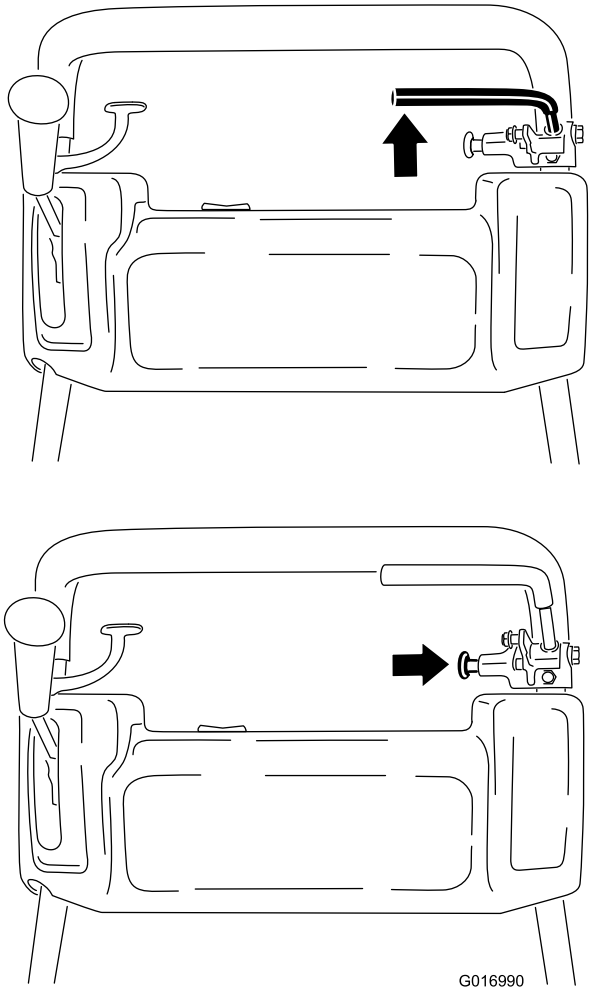

**Figur 34**
1. Koble bremsen helt inn, trykk på parkeringsbremsknappen og la bremsen hvile på parkeringsbremsepinnen (Figur 34).